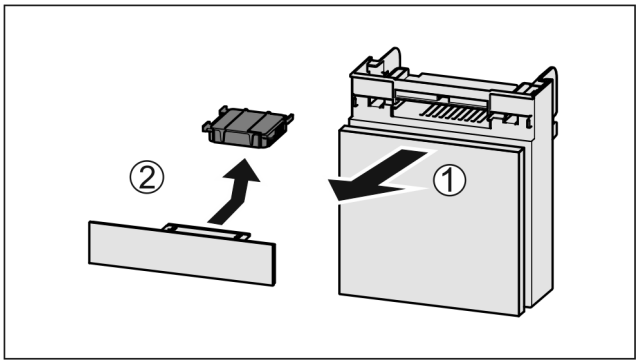

Fig. 192
▶ Pull out the compartment *Fig. 192 (1)*.
▶ Remove the carbon filter *Fig. 192 (2)*.